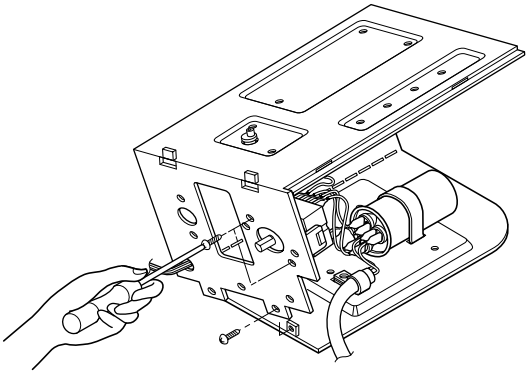

**Figure 14**
5. Remove the rotary switch. (See Fig. 14)